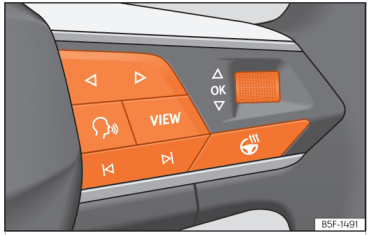

**Fig. 9** Right side of multifunction steering wheel: buttons to the menus and informative indications on the instrument panel (depending on the version).
As long as a priority 1 ››› page 24 warning is active, it will not be possible to access any menu. Some warnings can be confirmed and hidden with the OK button of the multifunction steering wheel ››› Fig. 9.
- If a message or vehicle symbol is displayed, press the OK button ››› Fig. 9; several times if necessary.